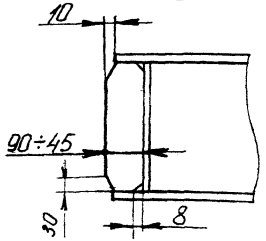

Рис.2
3) если δ более 20мм, но отсутствуют трещины во вмятине, приварить ребра жесткости и пластину (см. Рис.2).